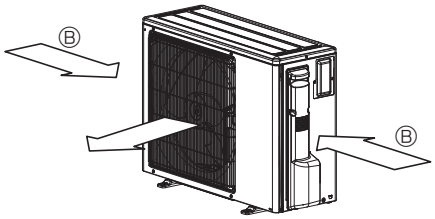

Fig. 2-6
③ Placer l'appareil de sorte que la sortie d'air souffle dans la direction perpendiculaire à celle des vents saisonniers, si celle-ci est connue. (Fig. 2-6)